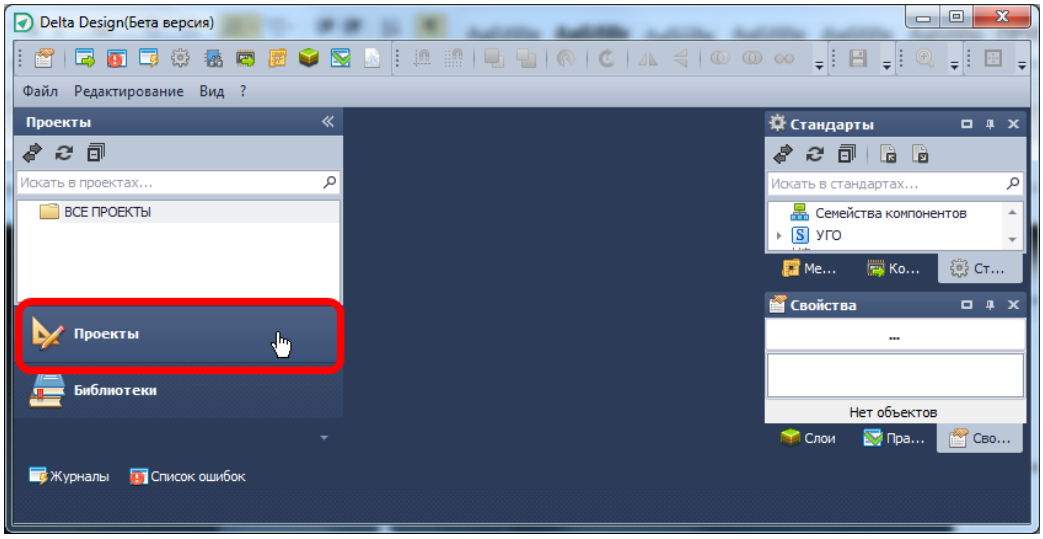

Рис. 345. Выбор дерева проектов в панели навигации
1. Активируйте закладку «Проекты» на панели навигации, см. Рис. 345.